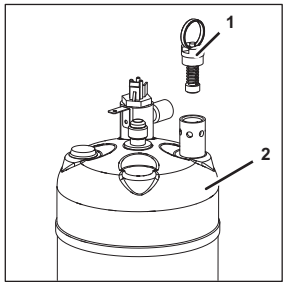

Fig. 78
2. Turn the drain valve (Fig. 78/1) and remove it from the carbonator tank (Fig. 78/2).
3. Attach the new drain valve (Fig. 78/1) to the carbonator tank (Fig. 78/2) by turning it.